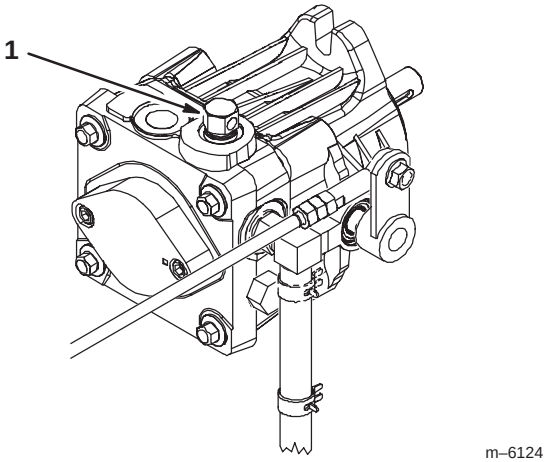

Figure 27
2. Rotate the by-pass valves counterclockwise 1 turn to push. This allows hydraulic fluid to by-pass the pump enabling the wheels to turn (Fig. 27).
Rotate the by-pass valves clockwise 1 turn to operate the machine (Fig. 27).